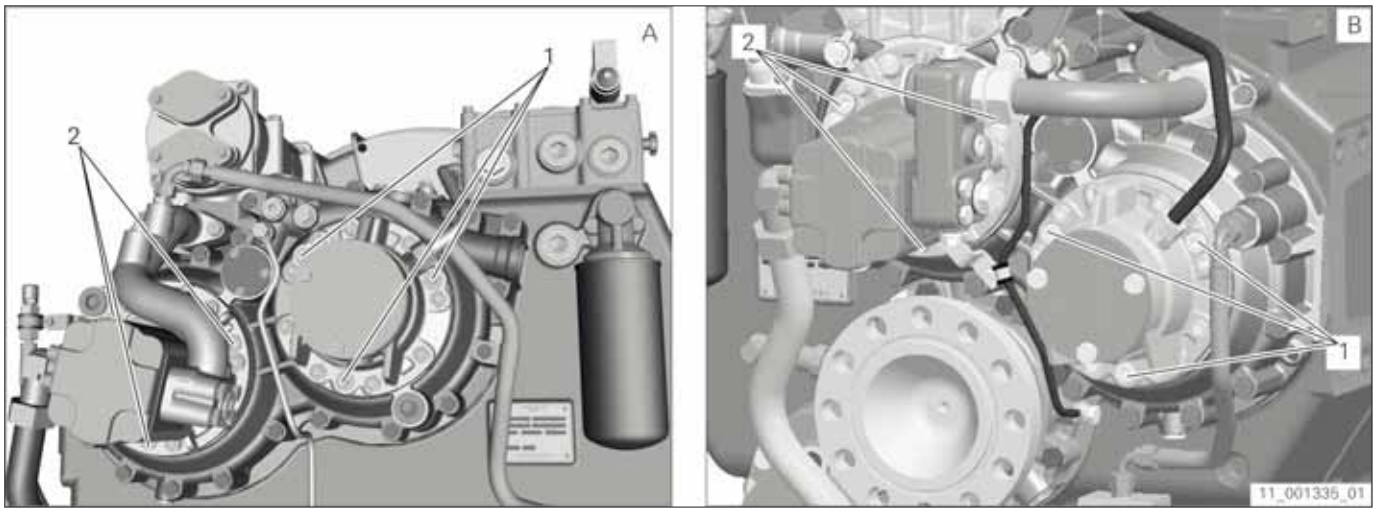

Fig. 218
2. Remove the screw plugs from the cover of the clutch that is to be engaged *(refer to fig. 218, page 284)*